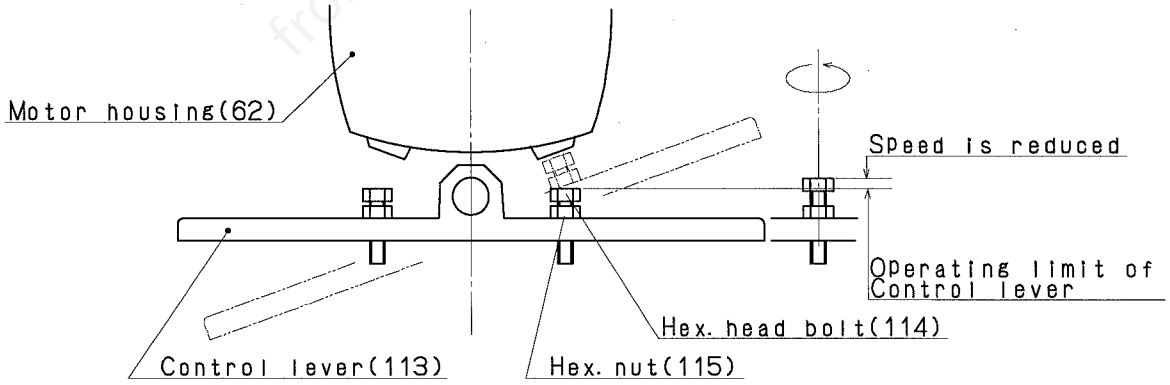

Fig.6
• Air exhaust hole on Brake cover is clogged.	• Clean. See Chapter Ⅸ "2.(3) Inspection of Brake and Service Limit".
X. Adjustment of Speed and Operating Limit of Control Lever (See Fig. 6)